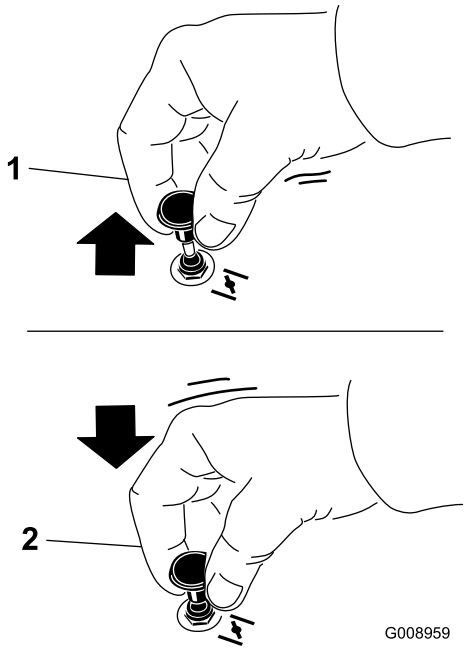

**Figure 16**
2. Tirez sur le bouton de starter pour engager le starter avant d'utiliser le commutateur d'allumage (Figure 16).
3. Poussez sur le bouton pour désengager le starter lorsque le moteur a démarré (Figure 16).